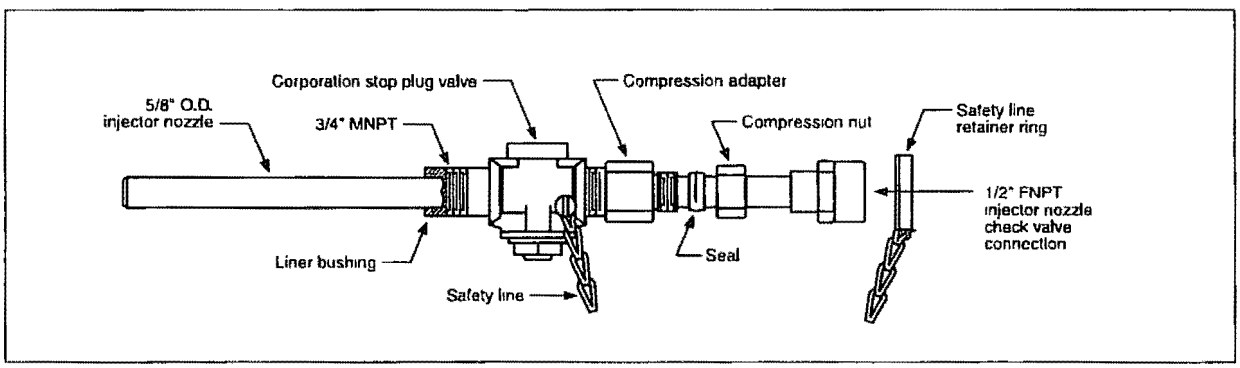

Figure 4 — *3/4 in. MNPT Corporation Stop Injector (Nalco Part Number 231-P6060.88)*
6. Slide compression nut and seal onto the injector nozzle as illustrated in Figures 4 and 5.